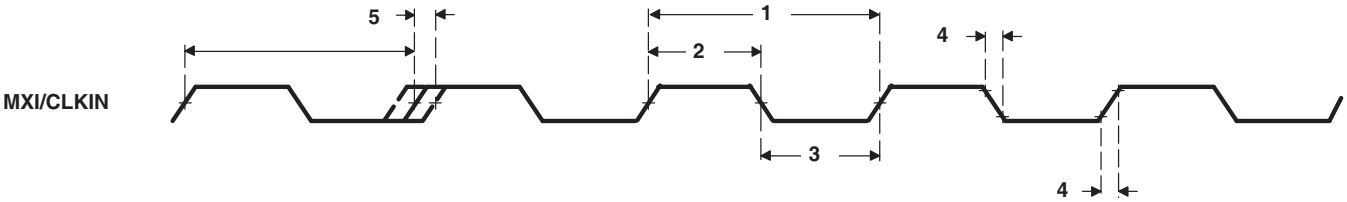

Figure 6-12. MXI/CLKIN Timing
Table 6-19. Timing Requirements for MXI/CLKIN(1) (2) (3) (4) (see Figure 6-12)